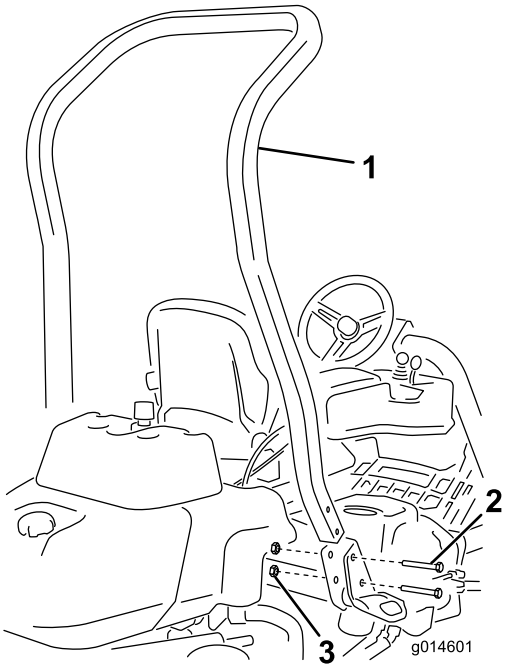

**Figur 3**
3. Fastgør styrtbøjlen i beslagene på hver side af maskinen med 4 bolte (1/2 x 3-3/4 tommer) og 4 flangemøtrikker (1/2 tomme) (Figur 3).